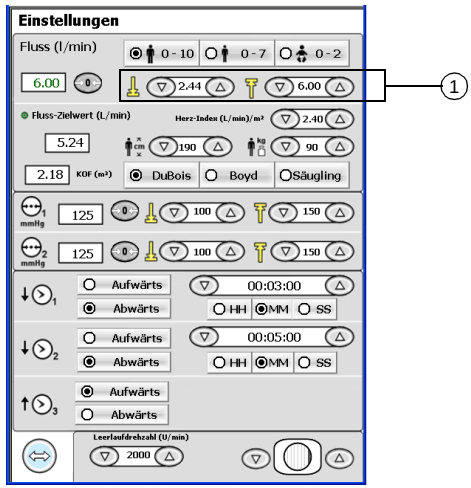

Abbildung 4-13. Einstellen der Flusswarngrenzwerte
1. Die Grenzwerte lassen sich im Einstellbildschirm ändern. Drücken Sie dazu die Pfeilschaltflächen (Auf/Ab) für den unteren ( ) und/oder den oberen ( ) Grenzwert (siehe Abbildung 4-13).